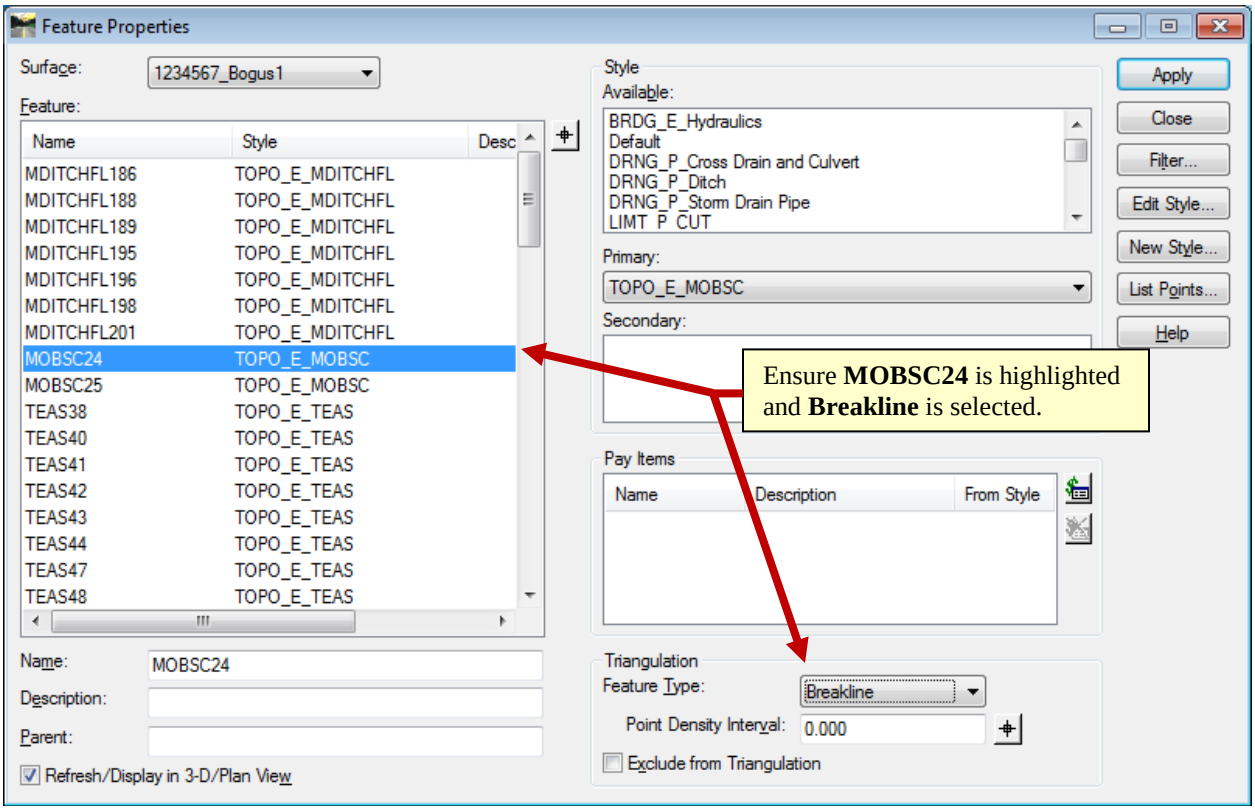

Figure L8-104 Feature Properties
- Ensure the entries in your **Feature Properties** dialog match those shown in *Figure L8-104*.